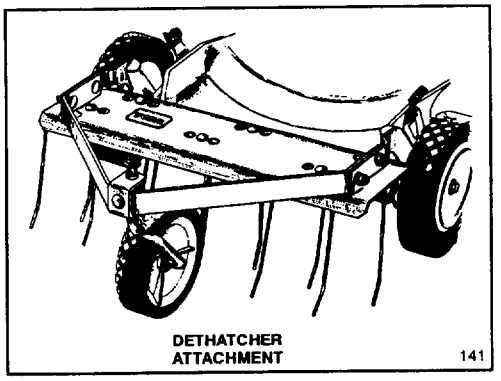

Figure 26
2. Dethatcher Kit, Model No. 59131—Installs in minutes. Front mounted for easy maneuverability. Spring tines loosen thatch for clean vacuuming into grass bag (Fig. 26) and convenient disposal.